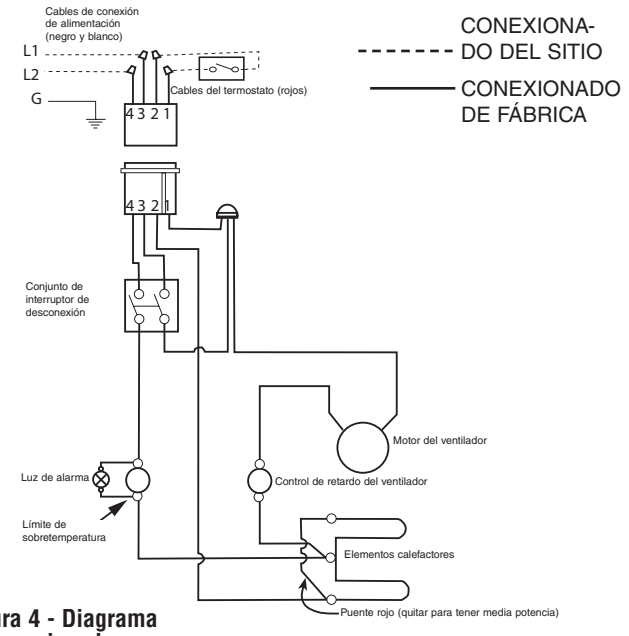

**Figura 4 - Diagrama de conexionado**
1. De acuerdo con el diagrama de conexionado (Figura 4), conecte los cables de alimentación eléctrica y los del termostato a los cables de conexión del calefactor que están en la caja posterior.
3. Acomode el conjunto calefactor / ventilador en la caja posterior, y sujételo en su posición con los dos (2) tornillos provistos, a través de las ranuras centrales del conjunto de ventilador.